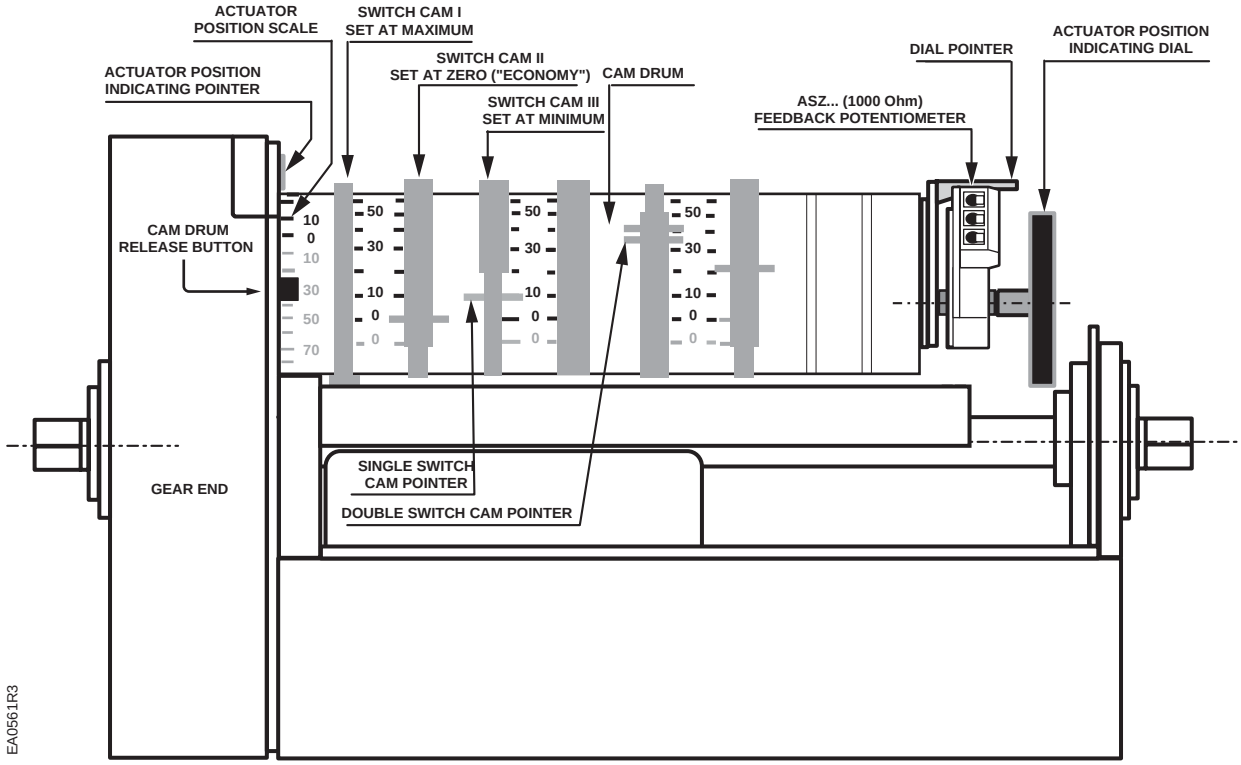

Figure 6. Component Identification on the Cam Drum Side of the SQM5… Actuator.
- **R** Clockwise (when facing gear end. See *Figure 6* .)
See Figure 6.
Once the shaft has been set, the cam drum must be manually aligned by pressing and holding the black cam drum release button (see Figure 6). Rotate the cam drum until the “0” mark on the actuator position scale (left scale on the cam drum) is aligned with the gray actuator position indicating pointer.
The actual position of the SQM5… actuator is indicated by the gray actuator position indicating pointer (see Figure 6). The position is also displayed by the indicating dial through the housing’s window. Ensure that the actuator position indicating dial is aligned with the actuator position scale. If necessary, rotate the dial in the clockwise direction.